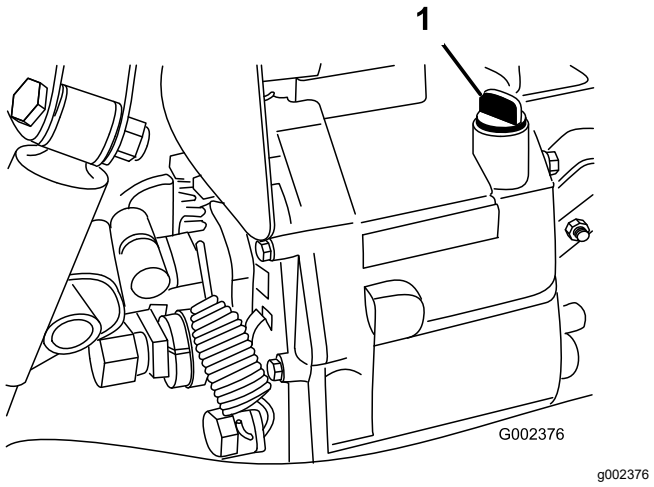

Figur 20
2. Gör rent området kring oljestickan (Figur 20).